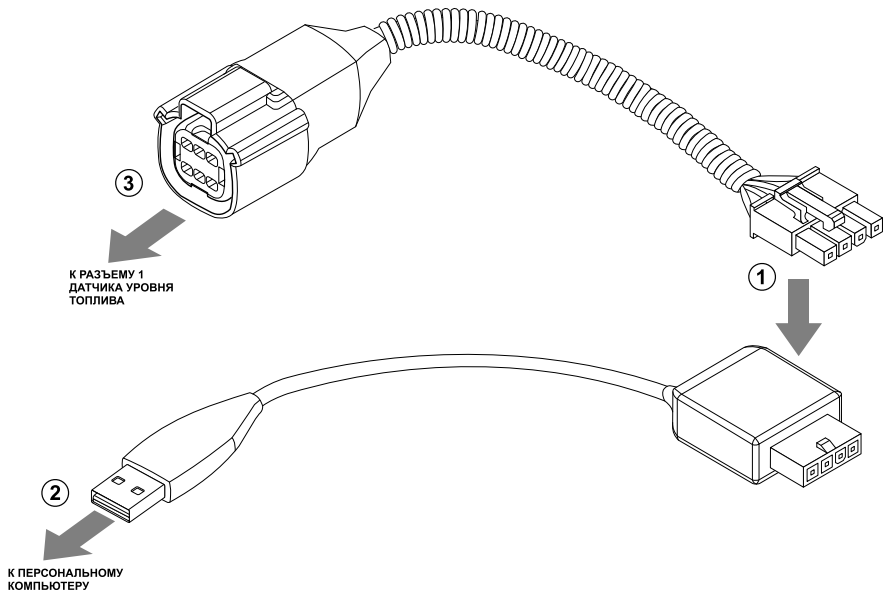

Рис.6. Подключение датчика к ПК.
Подключение датчика к ПК осуществляется с помощью специального адаптера – (см. рис.6). Для корректной работы датчика с ПК в системе должны быть установлены драйверы на этот адаптер.
- подключить четырехконтактный разъем преобразователя «TKLS-Prog-485» к четырехконтактному разъему переходного кабеля (рис.6, п.1);
- подключить USB разъем преобразователя к ПК (рис.6, п.2);
- подключить другой конец переходного кабеля к Разъему 1 датчика уровня топлива (рис.6, п.3).